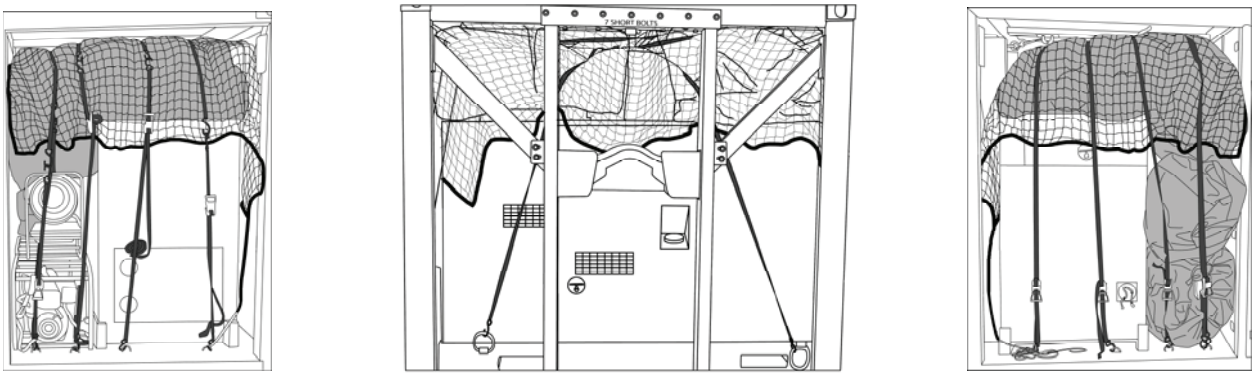

Figure 25. Cargo Net and Strap Placement.
12. Place the cargo net over the items in the generator area and tie it in place (Figure 25).